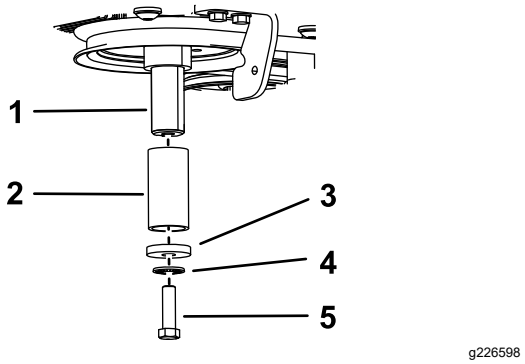

Figure 96
C. Appliquez du produit antigrippant sur le vilebrequin, puis installez le boulon, la rondelle, la rondelle élastique et une entretoise (réf. Toro 136-5411) sur le vilebrequin (Figure 96).